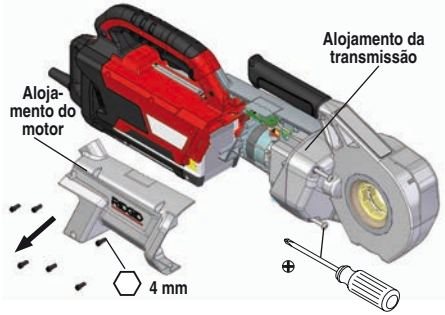

**Figura 2 – Remoção da caixa do motor**
2. Retire todos os parafusos da caixa do motor. Retire os dois parafusos da caixa de engrenagens. Remova a caixa do motor. *Ver Figura 2.*